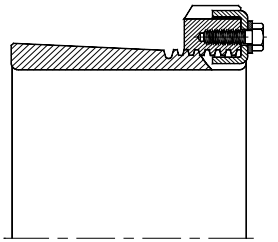

Fig. 2.23
c) Adapter sleeves, washers and locking nuts (fig. 2.23)